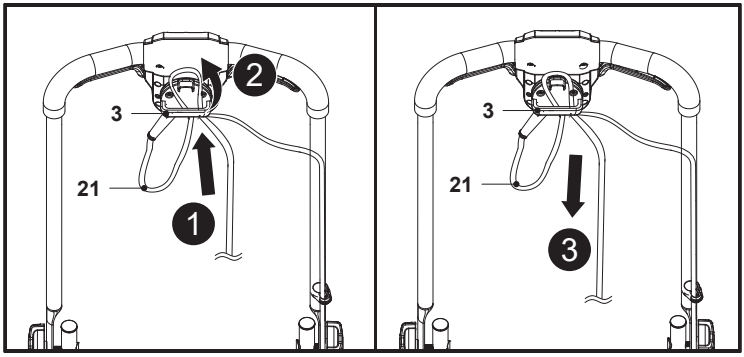

Fig. 8
1. Dobre o cabo de alimentação (21) para trás, a cerca de 30 cm da proteção de alimentação, passe o laço pelo orifício do retentor do cabo (3) e pendure o laço no gancho (Fig. 8, passos 1, 2).
2. Passe o cabo de alimentação (21) sobre o retentor do cabo (3) e puxe o cabo (21) com cuidado para garantir que está bem seguro (Fig. 8, passo 3).